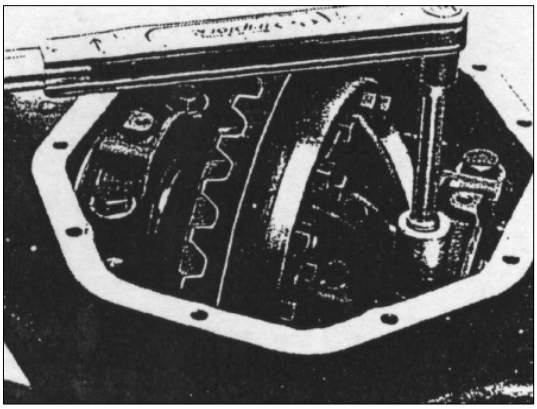

РИС. 352
8) Затяните болты крышки боковых подшипников с усилием 12 кг·м (см. рис.352). Ослабьте их на четверть оборота.